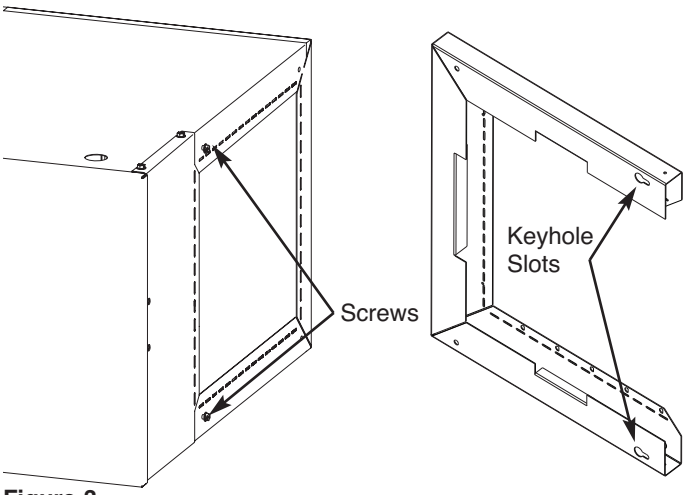

Figure 3
3. Determine orientation of the filter rack to permit sufficient clearance for access to service the filter. Note location of the keyhole slots on the back of the filter rack and insert two screws removed from grille in the heater corresponding to the keyholes in the filter rack but do not tighten (see Figure 3). Slide filter rack keyholes over the screws and tighten the two screws to hold filter rack in place. Insert the remaining two screws from grille at opposite end and tighten.